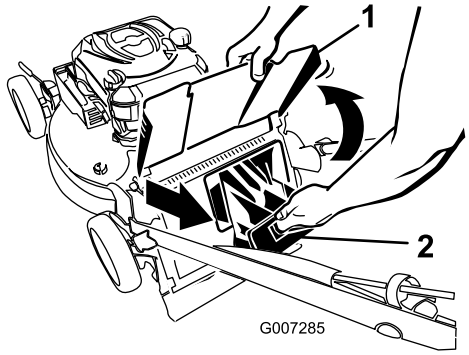

Figur 21
2. Lyft upp utkastarskärmen och håll den upplyft (Figur 21).
3. Dra ut den bakre utkastarpluggen (Figur 21).